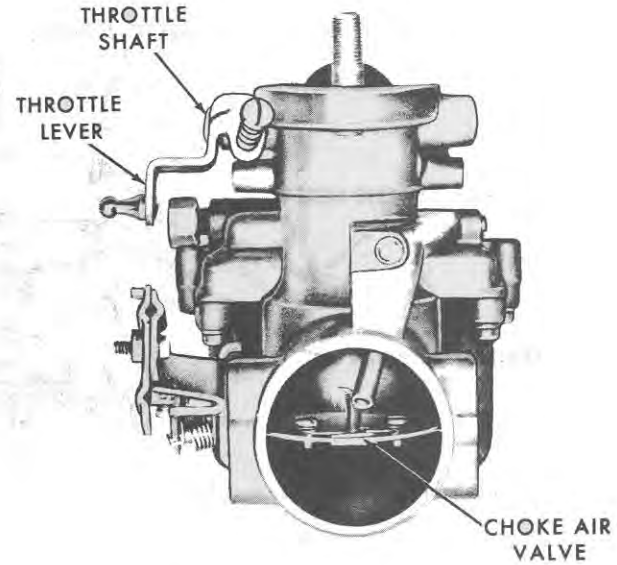

Figure 13
13. Note the location of the choke air valve for reassembly purposes, Figure 13. Remove the choke plate retaining screws and the choke plate.
6. Install the throttle shaft into the carburetor body, from the left-hand to the right-hand side, as shown in Figure 13.